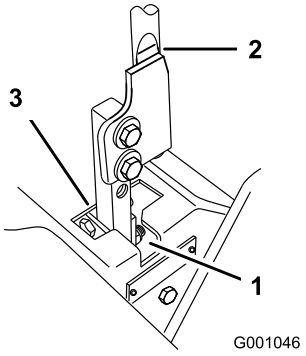

Figuur 66
5. Zet de hendel in de neutraalstand zonder deze te vergrendelen (Figuur 66).
6. Trek de hendel naar achteren totdat de gaffelpen (op de arm onder de taatsas) contact maakt met het uiteinde van de gleuf (en net druk op de veer begint uit te oefenen) (Figuur 66).
7. Controleer of de hendel de juiste positie heeft ten opzichte van de inkeping in het bedieningspaneel (Figuur 66). De hendel moet in het midden staan zodat deze naar buiten kan draaien en worden vergrendeld in de neutraalstand.